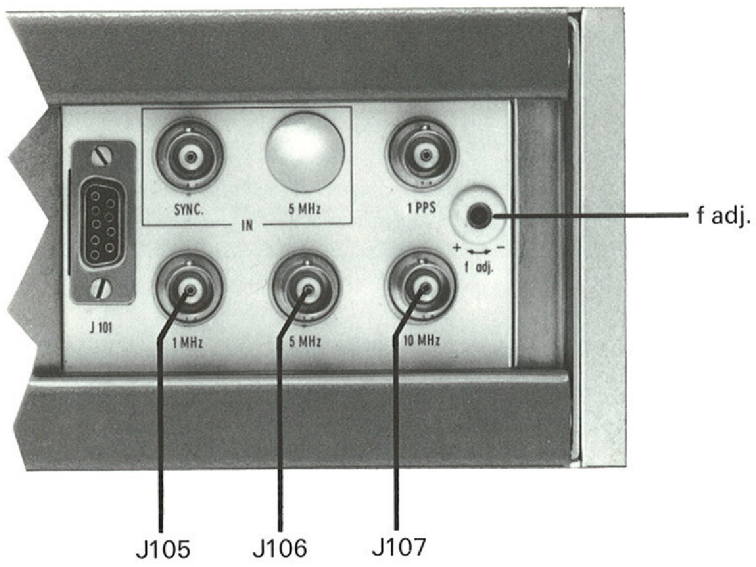

Fig. 7 Etalon de fréquence 2200 (plaque arrière, partie droite)
d) Les sorties de fréquences étalons sont disponibles (connecteurs BNC, fig. 7) à l'arrière de l'appareil; elles sont les suivantes:
e) La sortie de fréquence étalon à 5 MHz (J106, fig. 7) est celle utilisée pour la définition des caractéristiques de stabilité et de pureté spectrale données pour cet appareil. Cette fréquence est prélevée directement à la sortie de l'oscillateur B-5400 et amenée au niveau spécifié au moyen d'un amplificateur à très faible bruit (fig.1). Les autres fréquences de 1 MHz et 10 MHz sont obtenues après division ou multiplication, ce qui peut affecter très légèrement leur stabilité à court terme ainsi que leur pureté spectrale.
La capacité de ce dispositif de réglage permet de compenser le vieillissement du quartz pendant au moins 3 ans. Lorsque la fréquence de l'oscillateur ne pourra plus être corrigée au moyen du potentiomètre digital de réglage fin, le vieillissement pourra être rattrapé en réglant l'oscillateur au moyen du réglage de fréquence grossier interne (potentiomètre f adj.) accessible à l'arrière de l'appareil (fig. 7).